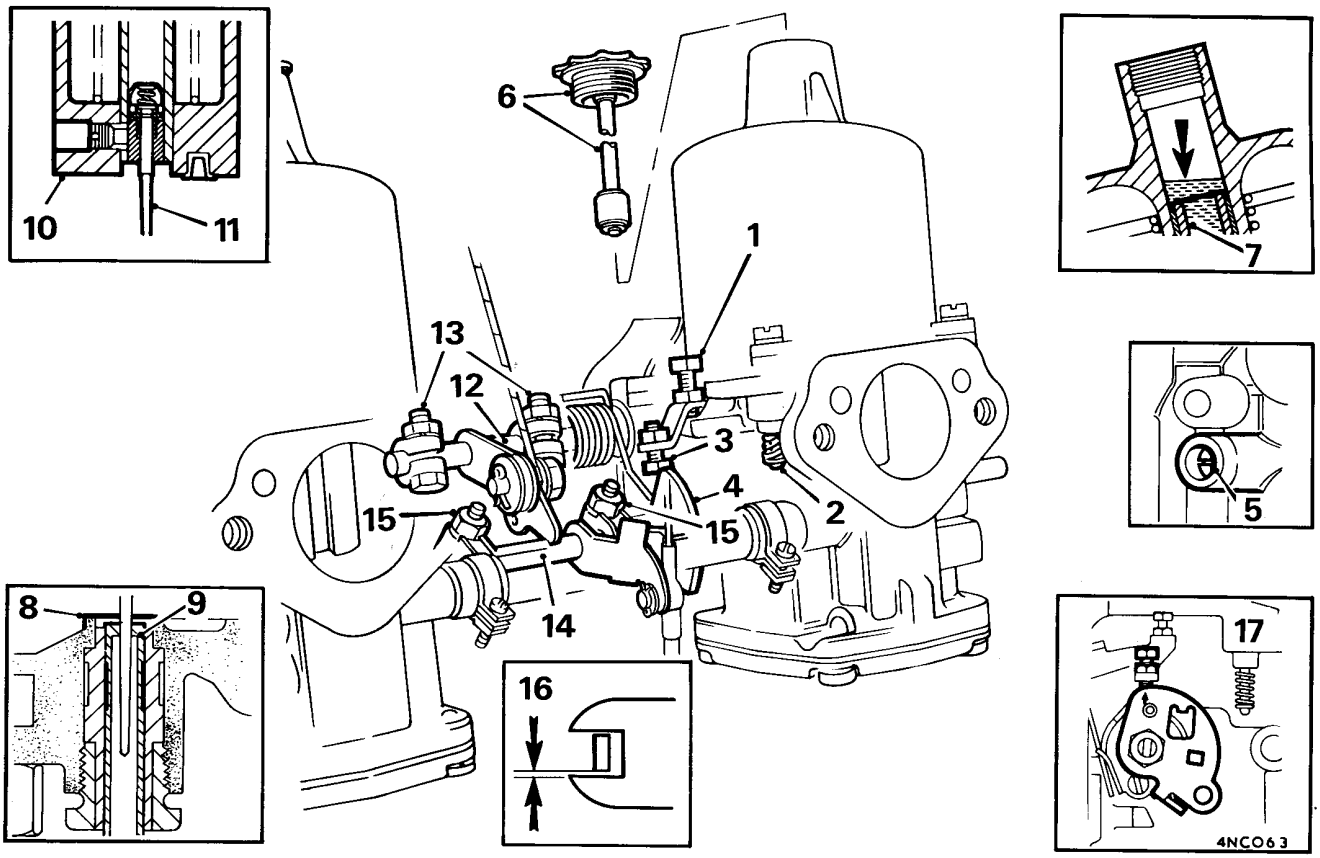

Fig. D.13
11. Unscrew and withdraw the piston dampers from the suction chambers. Top up with new engine oil (preferably S.A.E. 20) until the level is ½ in. (13 mm.) above the top of each hollow piston rod (see Fig. D.13). Refit the damper assemblies.